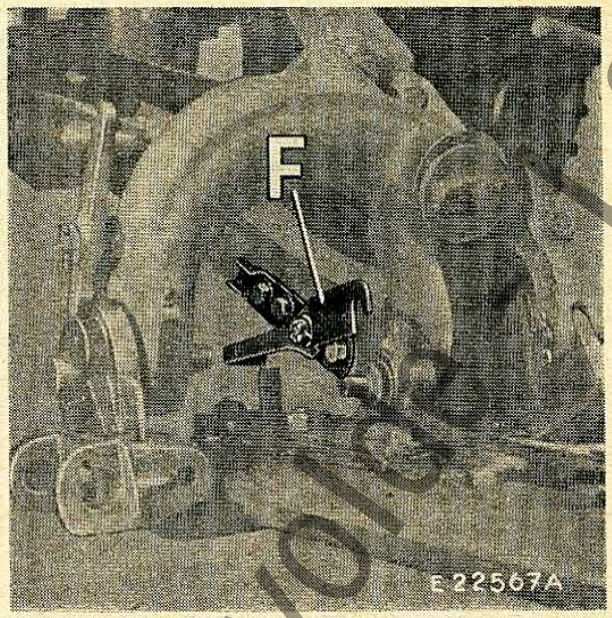

Bild 13
8. Kurbelstange mit Zapfen von vorn nach hinten in Messerkopf stecken und Sicherungsfeder (F, Bild 13) in die Nut am Kurbelzapfen einrasten.